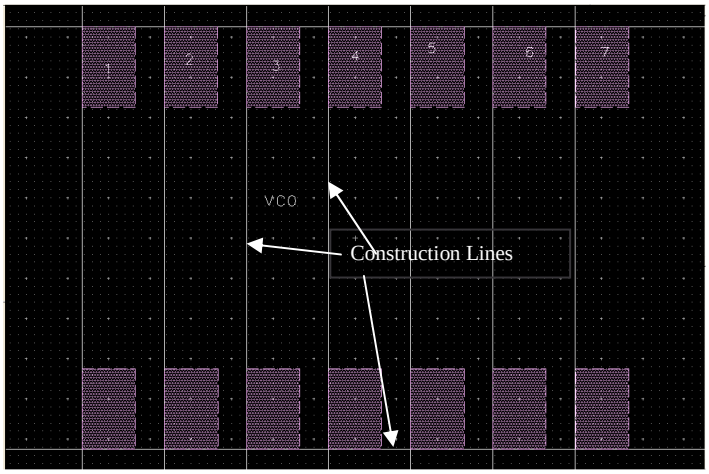

Figure 4: Finished VCO footprint with construction lines
3) One advantage of ADS is its ability to copy, paste, rotate, and so forth. This makes the creation of footprints much easier. For the footprint shown in figure 1, the next step would be to copy the rectangle 14 times (once for each of the pads). When copying a part, ADS will prompt for the paste coordinates. Rather than inputting coordinates it is easier to select the **Default** option. The G dimension shown in figure 1 gives the pitch which is important for pad spacing. The finished footprint for the VCO is shown in figure 4. As can be seen in the figure, construction lines can be used to define spacing and other dimensions. A construction line can be placed by selecting **Insert à Construction Line**.